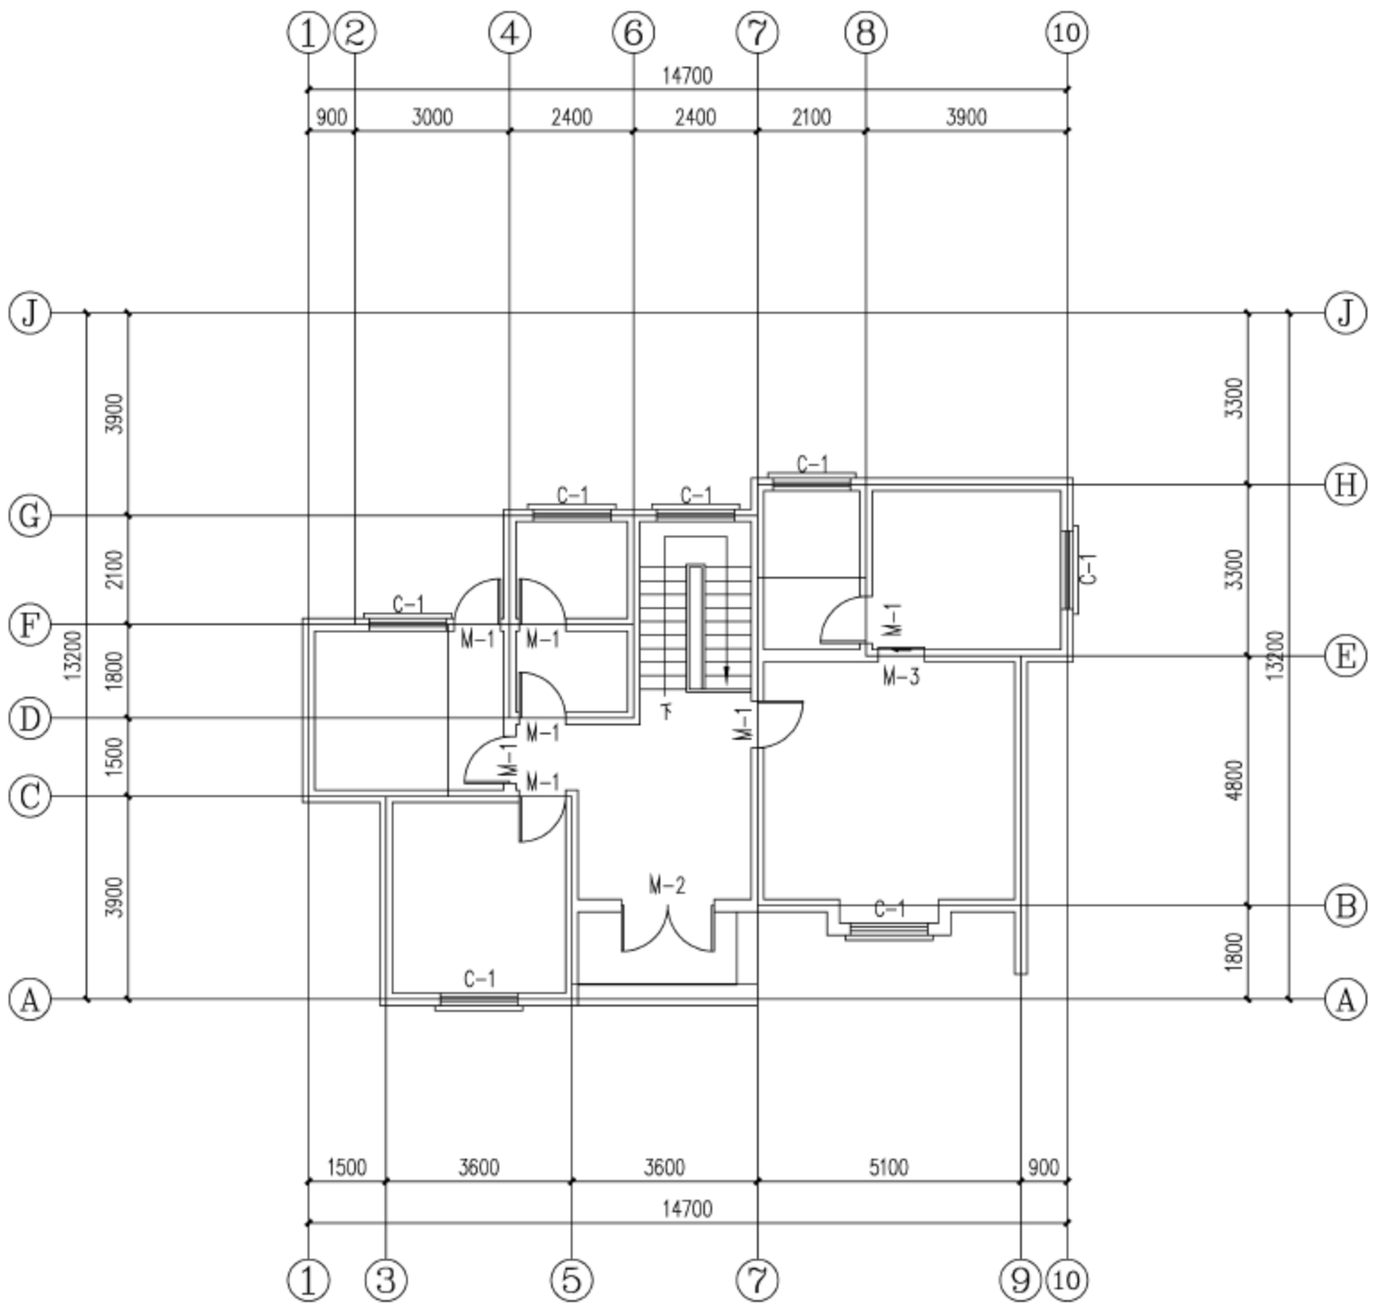

图 18-84　生成的阳台
本例中的阳台位于大门口处，可以直接用天正绘制而成，生成的阳台如图 18-84 所示。
(2) 在合适位置处绘制阳台，完成阳台的绘制，如图 18-84 所示。